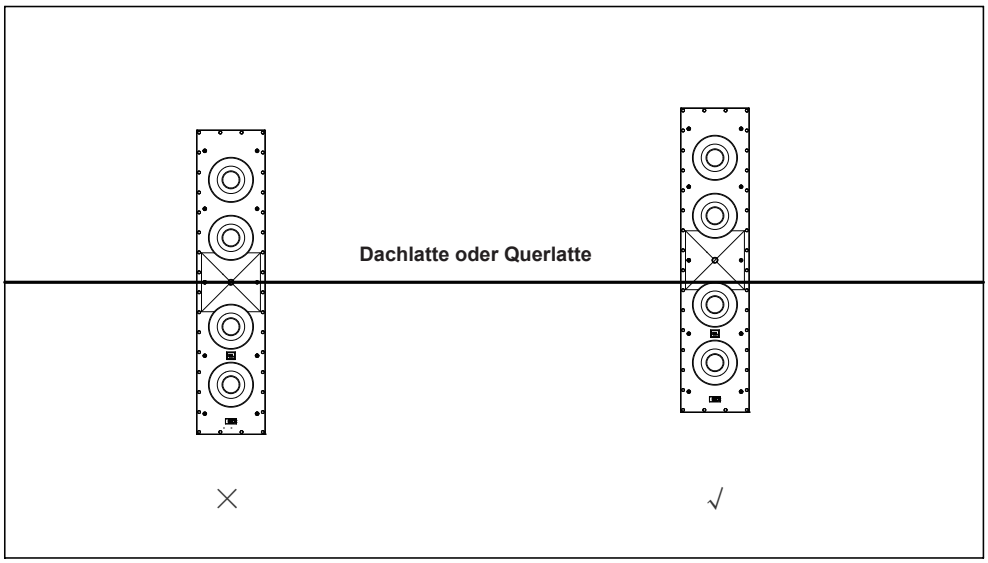

**Abbildung 4**
**HINWEIS:** Einige perforierte Projektionsleinwände besitzen einen Hohlprofilstab oder eine Querstrebe, der/die über dem Leinwandrahmen zentriert befestigt ist (Abbildung 4). Stelle in solchen Fällen sicher, dass der Ständer bzw. die Strebe nicht den Trichter blockieren. Positioniere vertikal ausgerichtete Lautsprecher so, dass der Ständer bzw. die Strebe vor den Lautsprechern am Rand des Trichters verlaufen, der am nächsten am zentralen Tieftöner liegt.